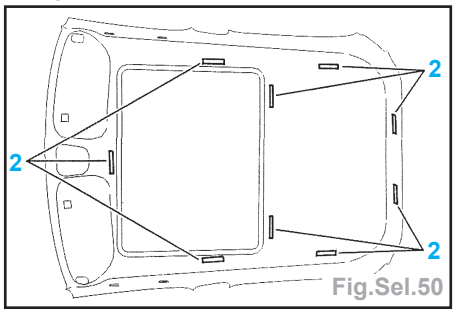

Fig.Sel.50
- A l'aide d'une 2ème personne, dégrafer tous les velcros (2) pour désolidariser le cadre du toit ouvrant et du pavillon (Fig.Sel.50).